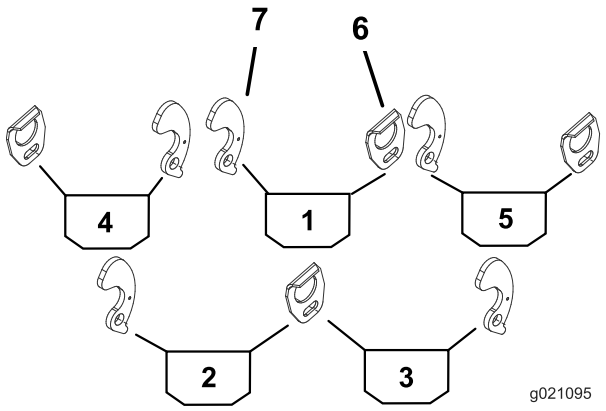
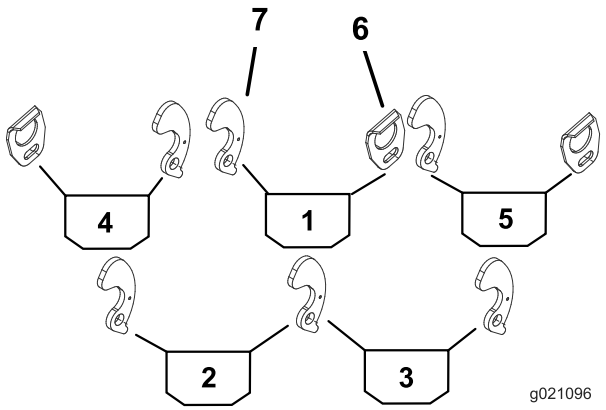

Figura 1
Figura 2
2. Utilize Figura 1 e Figura 2 para determinar os locais em que os guias ou bloqueio do excêntrico do cesto têm de ser montados na estrutura da carroçaria da unidade de corte.
3. monte um guia do cesto no lado adequado de cada estrutura da carroçaria da unidade de corte (Figura 1) com um parafuso (5/16 x 1/2 pol.) e anilha plana (0,344 x 0,875).